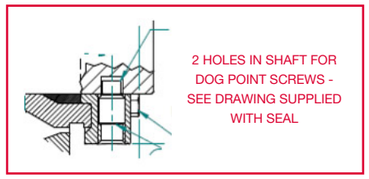

fig. 1
8) Install 2 dog point screws and tighten. (fig. 1)